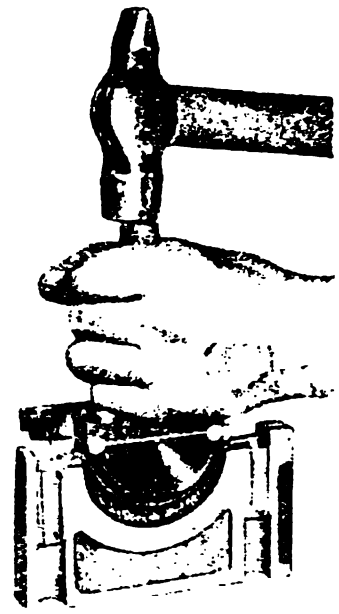
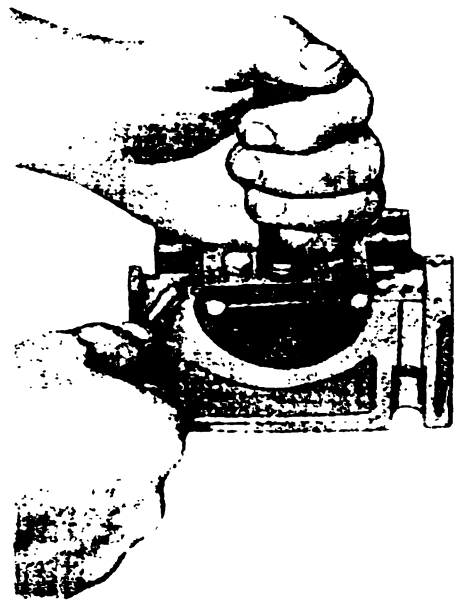

Рис. 66. Установка сальниковой набивки в крышку
Рис. 67. Подрезка концов сальниковой набивки
2. Установите в выточки заднего гнезда коренного подшипника и сальникодержателя задний сальник коленчатого вала (асбестовый шнур длиной 140 мм, пропитанный маслографитовой смесью). При помощи специального приспособления шнур опрессуйте в выточках гнезда легким постукиванием молотка, как указано на рис. 66. Не снимая приспособления, ровно подрежьте концы шнура заподлицо с плоскостью разъема сальникодержателя (рис. 67) Срез должен быть ровным.